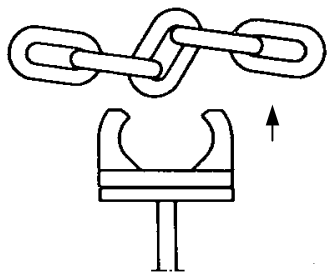

Fig. 5
3. Push the chain links horizontally or vertically towards each other (figure 5), and insert the plug-in attachment.
2. Push the chain links horizontally or vertically towards each other (figure 5), and remove the plug-in attachment.